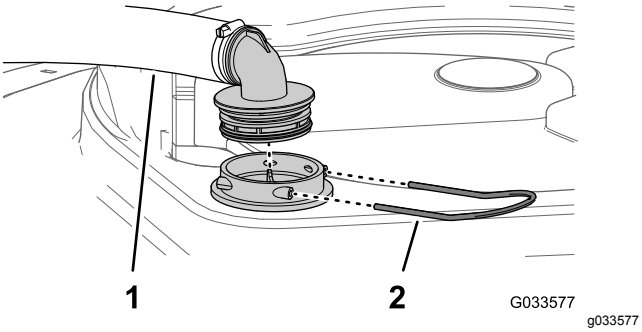

Figuur 101
2. Verwijder bovenaan de spuittank de borgclip waarmee de slangfitting bevestigd is aan de grote slang van de behuizing van de zuigkorf (Figuur 101).
3. Verwijder de slang en de slangfitting van de behuizing van de zuigkorf (Figuur 101).